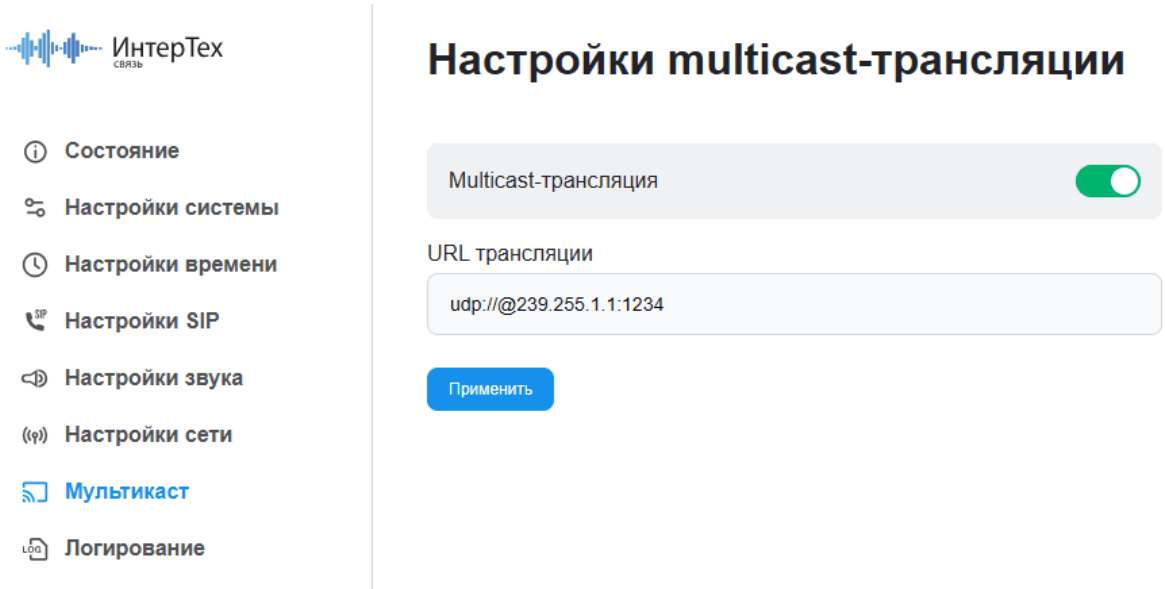

Рисунок 19 – Меню «Мультикаст»
2.12.1 Учётная запись пользователя настраивается в меню «Настройки системы» в области «Пользователь» (рисунок 19).
2.13.1 Удалённая перезагрузка устройства выполняется в меню «**Настройки системы**», блок «**Управление системой**», кнопка «*Перезагрузить*», рисунок 19. Перезагрузку устройства необходимо подтвердить.
2.14.1 Обновление ПО (прошивки) устройства выполняется в меню «**Настройки системы**», блок «**Управление системой**», рисунок 19.
2.15.2 Программный сброс на заводские выполняется в меню «**Настройки системы**», блок «**Управление системой**», кнопка «*Сбросить настройки*», рисунок 19.